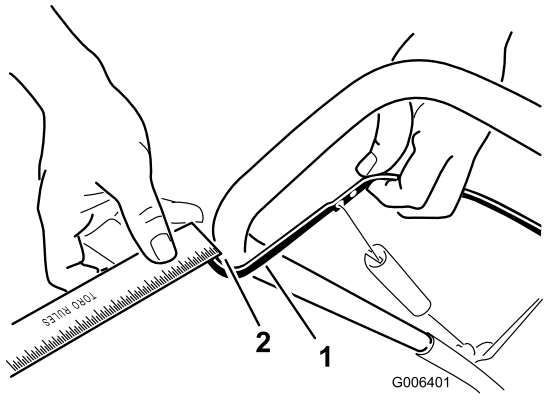

Figur 25
Beveg kontrollbøylen bak mot håndtaket for å fjerne slakken i styrekabelen (Figur 25).
Merk: Kontroller at det er en avstand på 2 mm til 3 mm mellom kontrollbøylen og håndtaket (Figur 25).
2. Beveg Z-anordningen til et høyere eller lavere hull på justeringskoblingen for å få en avstand på 2 mm til 3 mm mellom kontrollbøylen og håndtaket (Figur 25).